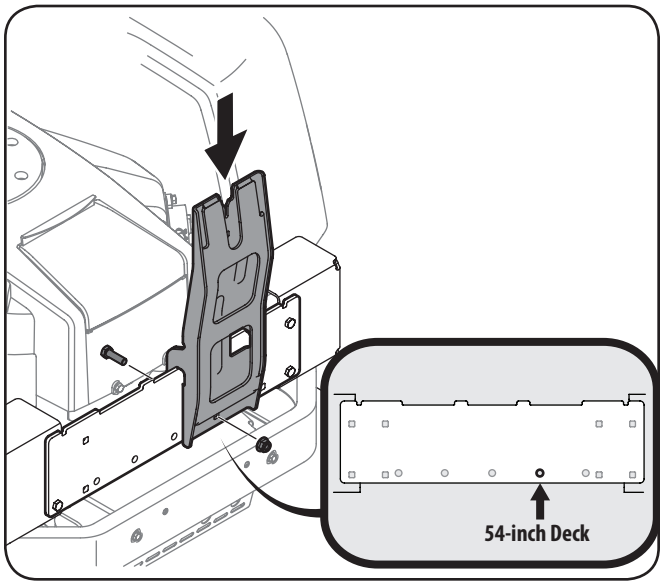

Figure 4-4
4. Install the upright support bracket onto the mounting assembly on the tractor by hooking it over the mounting assembly as shown in Figure 4-4.
5. Secure the upright support bracket to the mounting assembly in the mounting hole just to the right of center, as indicated in Figure 4-4, with a 710-0376 hex bolt and 712-04063 flange lock nut from hardware pack 689-00320. See Figure 4-4.